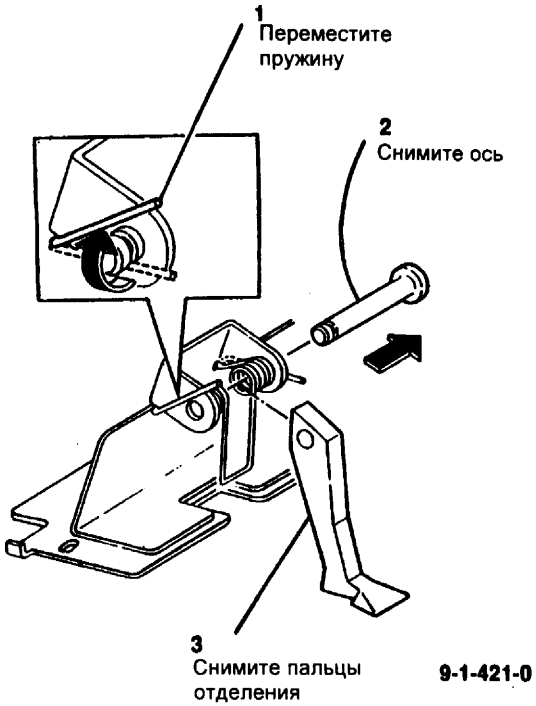

Рис. 2 Снятие пальцев отделения прижимного ролика
6. (Рис. 2) Снимите пальцы отделения прижимного ролика.